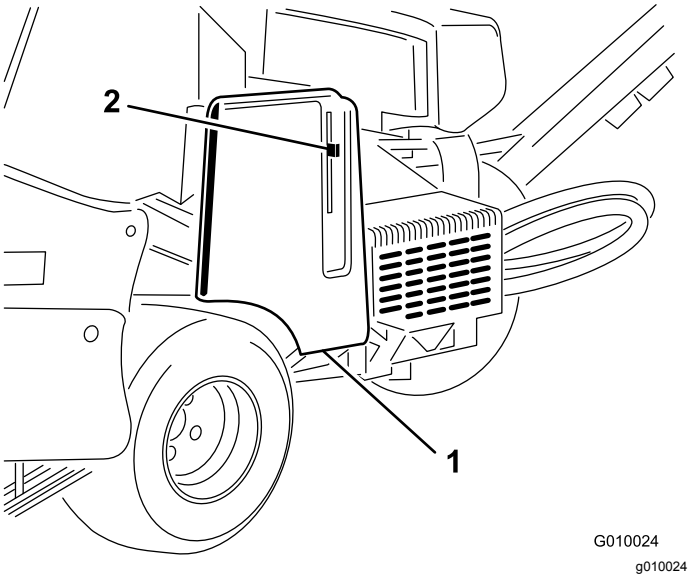
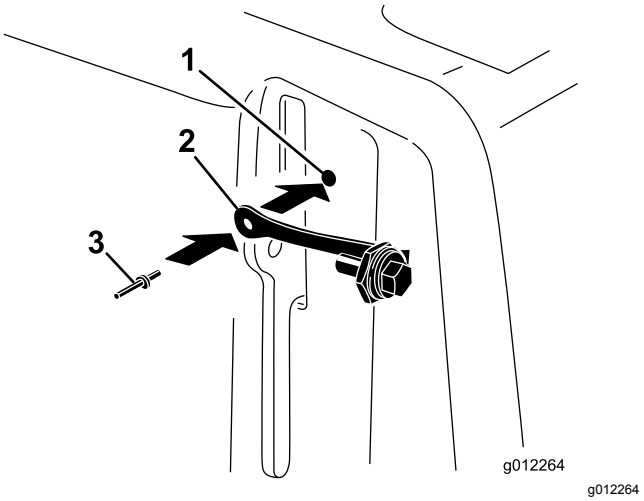

Figur 8
Figur 9
1. Find hullet i remskærmen ved siden af låsegrebet (Figur 8 og Figur 9).
2. Brug hullet i remskærmen til at montere snorenheden med en popnitte (Figur 9).